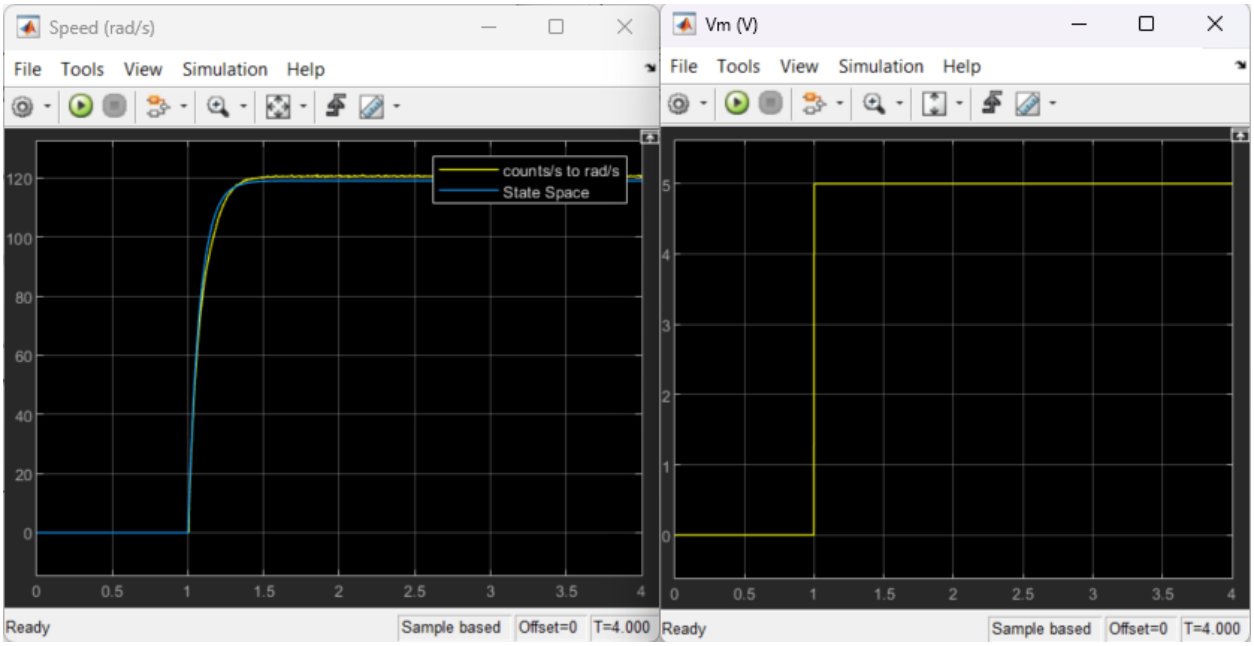

Figure 2: Comparison of the State Space Model with the physical response in the speed scope.
3. Build and run the QUARC controller using the `Monitor & Tune` button on the `Hardware` or `QUARC` tab. The response should be similar to the scope in Figure 2.